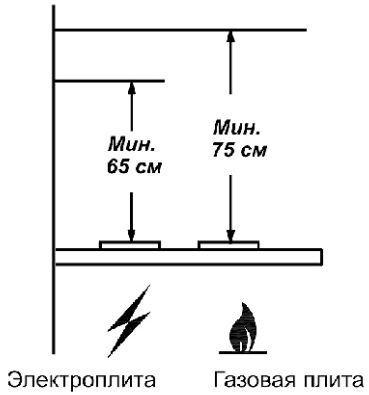

*рис. 1*
1.2 Вытяжку устанавливайте над плитой, как показано на рис. 1.